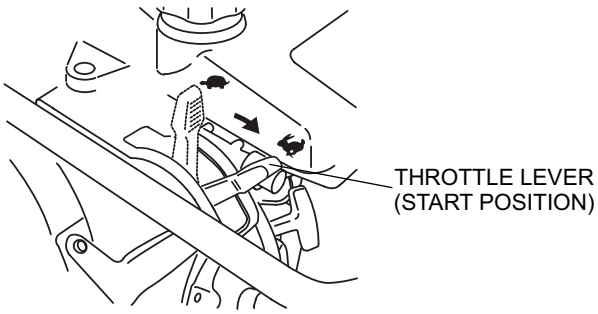

Figure 14. Throttle Lever (Start Position)
1. To start the rammer tamping action, move the throttle lever (Figure 14) ***quickly*** from **IDLE (🐢)** to the **START (🐇)** position. **DO NOT** move the throttle lever slowly as this may cause damage to the clutch or spring.